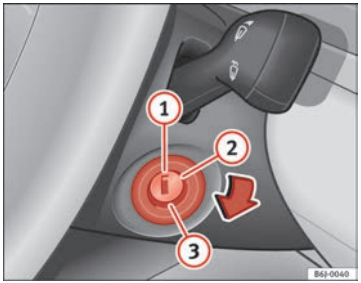

Fig. 99 Posiciones de la llave de contacto
En esta posición ⇒ fig. 99 el encendido y el motor están desconectados pudiéndose bloquear la dirección.
– Gire la llave de contacto hasta la posición ⇒ fig. 99 (2). El testigo ⚲ se encenderá en caso de precalentamiento del motor.
– En cuanto se apague el testigo, gire la llave de encendido a la posición (3) para poner en marcha el motor y no pise el acelerador.
– Gire la llave de contacto a la posición ⇒ fig. 99 (1).